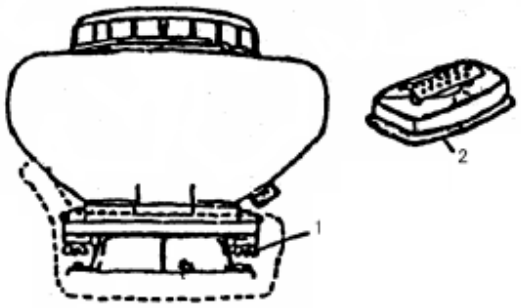

Fig.1
1) Remove the tow wing nuts fixed on the chemical tank and take down the tank. Change dusting lid plate for spraying lid plate, then assemble the chemical tank and screw down wing nuts as shown in Fig.1.